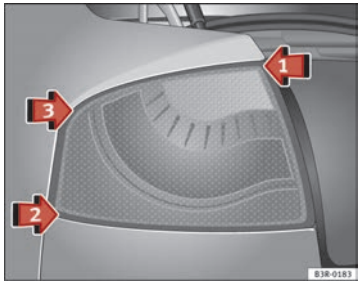
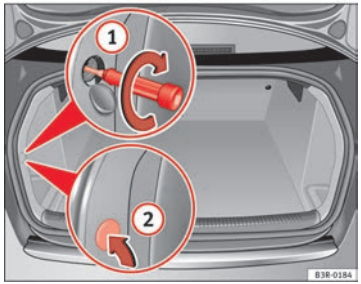

Abb. 214 Heckleuchte einbauen
Abb. 215 Gepäckraum: Lage der Befestigungsschraube der Heckleuchte
– Setzen Sie die Heckleuchte zuerst bei ⇒ Abb. 214 Pfeil (1) in den Heckleuchtenträger ein.
– Drücken Sie die Heckleuchte in der Reihenfolge (2) und (3) leicht an den Heckleuchtenträger, bis die Clips fest in den Gummilagern sitzen.
– Drücken Sie leicht auf die Oberseite der Heckleuchte und befestigen Sie diese vom Gepäckraum aus mit einem Schraubendreher ⇒ Abb. 215 (1).
– Die Abdeckung der Innenverkleidung (2) wieder einsetzen.